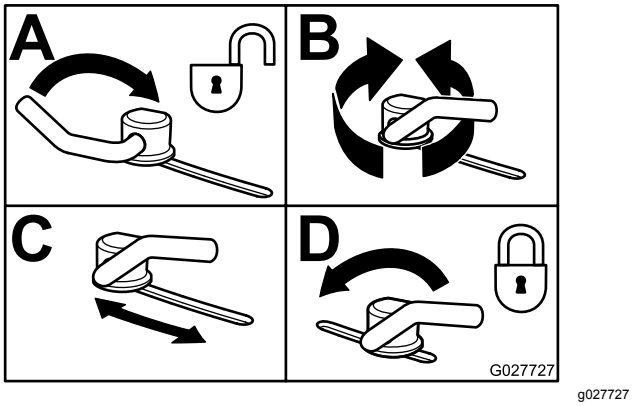

Figure 38
3. Pour régler les verrous à came, soulevez le levier pour desserrer le verrou (Figure 38).
5. Repoussez le levier à sa position d'origine pour serrer le déflecteur et les verrous (Figure 38).